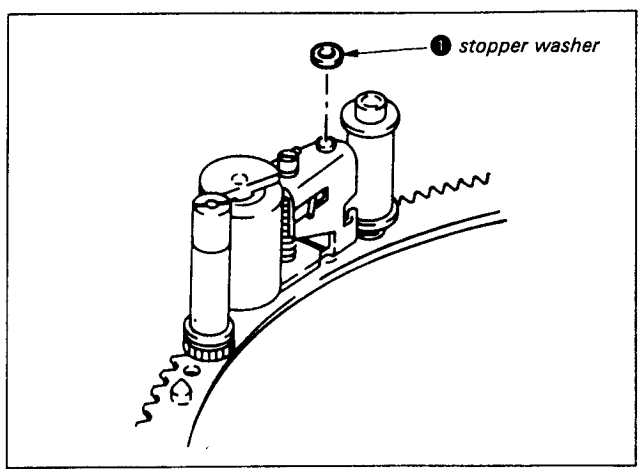

Fig. 7-25.
5) Mount the stopper washer ❶. (See Fig. 7-25.)